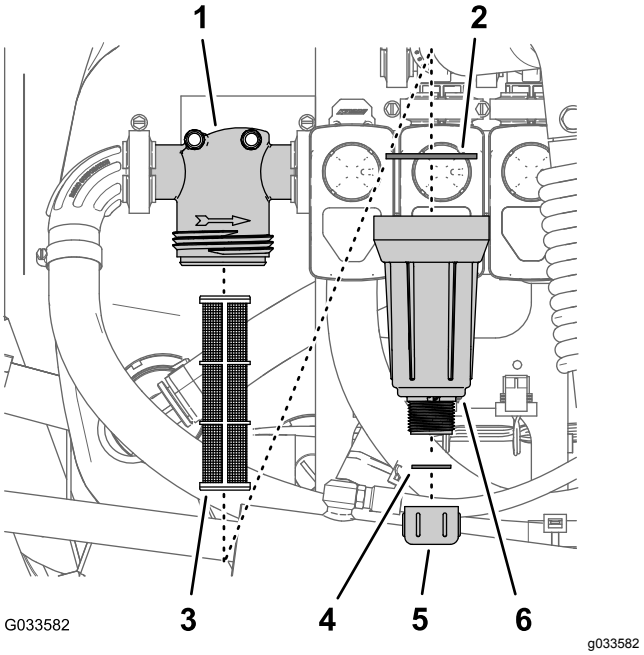

Figur 106
2. Plasser et tappefat under trykkfilteret (Figur 106).
3. Drei tappelokket mot klokken, og fjern den fra bollen i trykkfilteret (Figur 106).
4. Drei bollen mot klokken, og fjern filterhodet (Figur 106).
5. Fjern det gamle trykkfilterelementet (Figur 106).
6. Kontroller om det er skader eller slitasje på tappepluggen (den er inne i bollen) og pakningen til bollen (inne i filterhodet) (Figur 106).
7. Monter det nye trykkfilterelementet i filterhodet (Figur 106).
8. Monter bollen på filterhodet og stram til for hånd (Figur 106).
9. Monter tappelokket på koblingen nederst på bollen og stram lokket til for hånd (Figur 106).